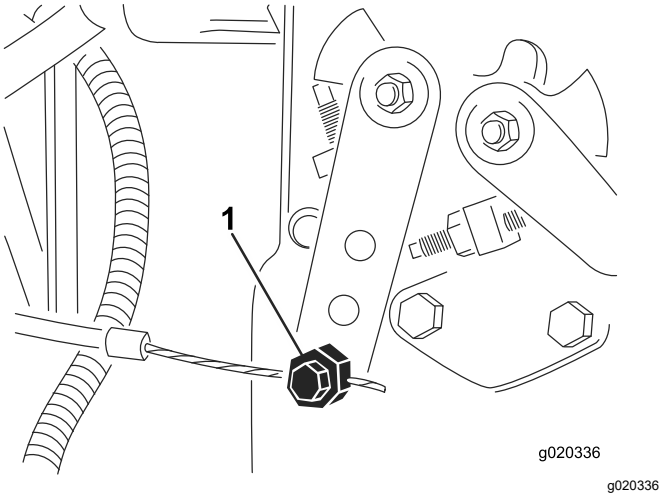

Figur 78
3. Løsne gasskabelkontakten på spaken på innsprøytingspumpen (Figur 78).